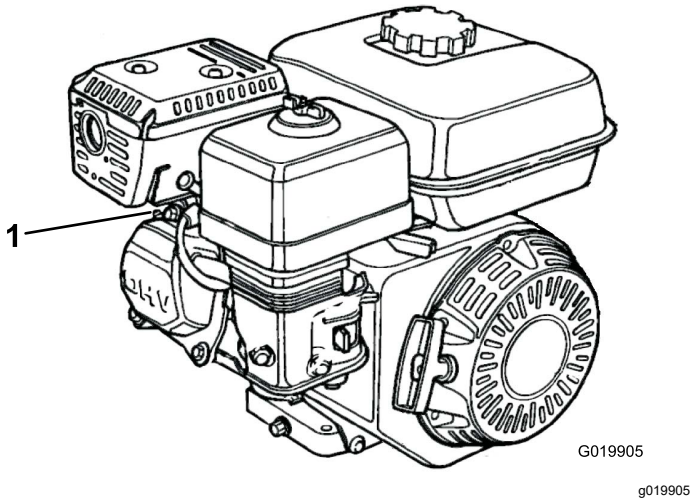

**Рисунок 31**
2. Отсоедините провод от свечи зажигания (Рисунок 31).